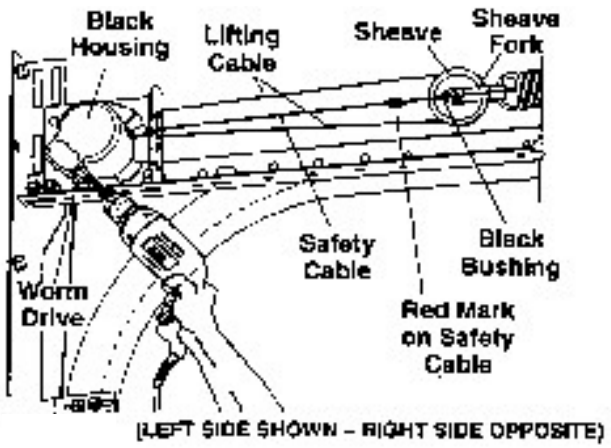

Fig. 2
**Step 1:** With the door in the DOWN position, insert a 1/4" hex driver completely into each worm drive and using the reverse (counter-clockwise) direction on the drill, remove all the tension from each spring. (Fig. 2)